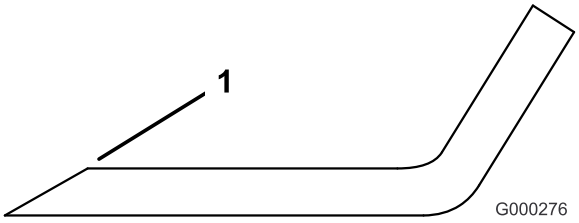

Rysunek 86
1. Użyj pilnika w celu naostrzenia krawędzi tnącej na obu końcach każdego ostrza (Rysunek 86). Zachowaj oryginalny kąt ostrza. Ostrze będzie wyważone, jeśli usuniesz tę samą ilość materiału z obu krawędzi tnących.